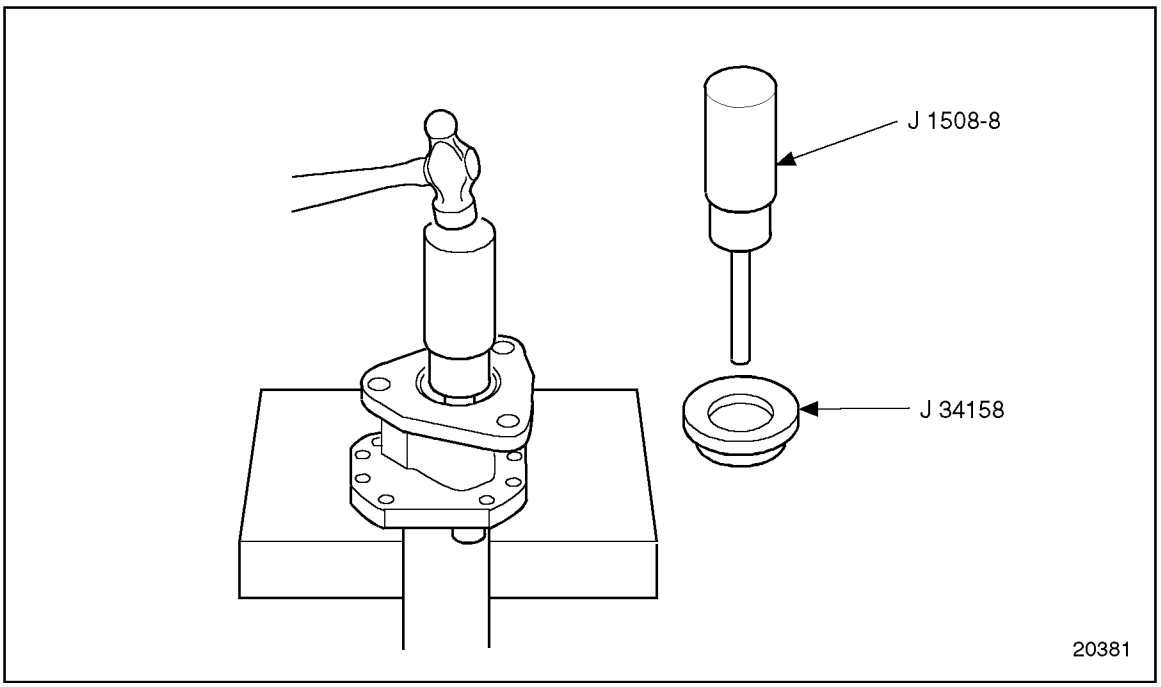

Figure 2-50 Installing Inner Oil Seal
4. Support the pump body on wood blocks, hub side up, and insert the pilot into the shaft bore positioning the seal on the bore. Use a light hammer and drive the seal into the bore until the adaptor is bottomed against the pump body. See Figure 2-50.